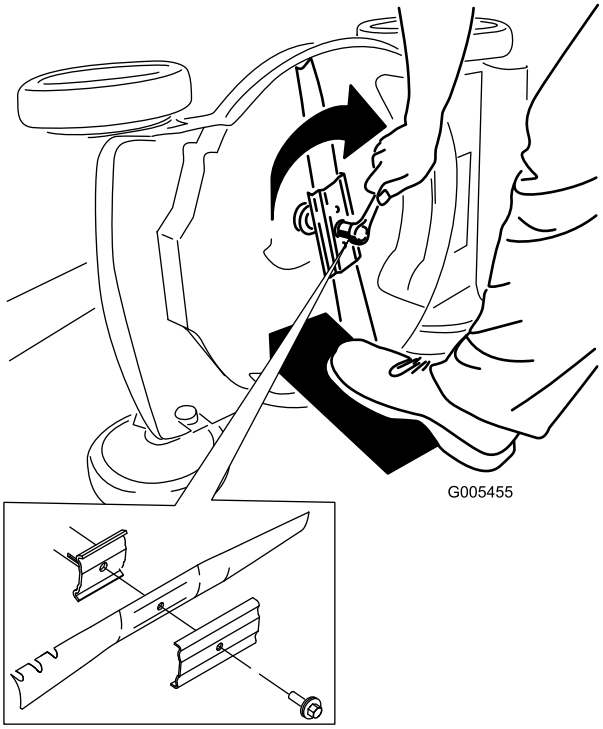

Figur 35
5. Monter den nye kniven og alle monteringsdeler (Figur 35).